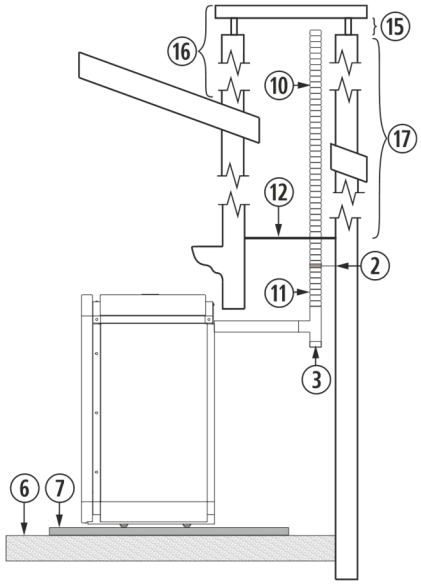

Figura 10
4.28. La instalación de un encastrable en una chimenea de obra se puede realizar en toda su totalidad en tubo flexible, tal y como indica la *figura 10.* Debemos tener especial cuidado a la hora de realizar el aislamiento entre la chimenea y el tubo de la salida de gases, para evitar posibles retrocesos de gases en caso de tormenta.